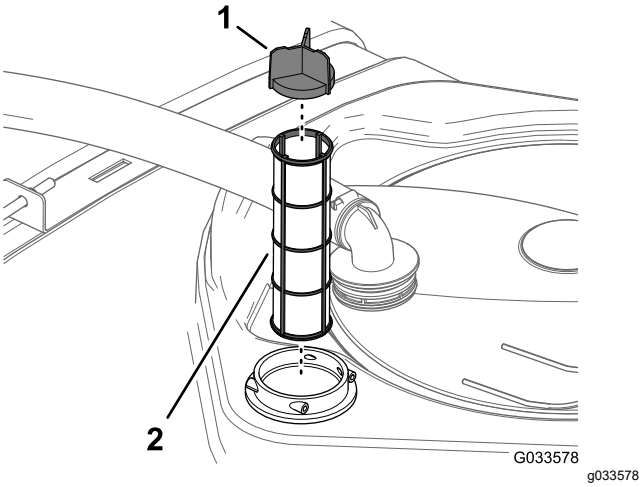

Figuur 59
4. Verwijder de oude zuigkorf uit de behuizing in de tank (Figuur 59).